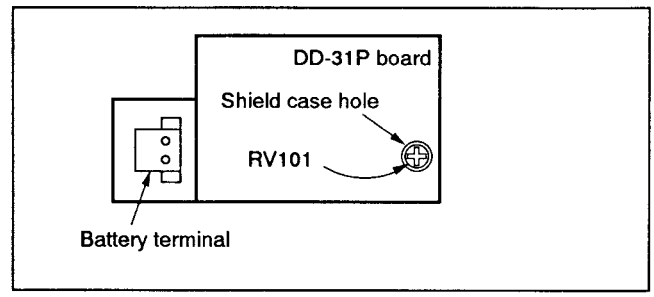

Fig. 9-6.
5) Set the LCD counter indication on the adjustment remote controller to "–1:01:46" using RV101 on the DD-31P board. (refer to Fig. 9-6.)